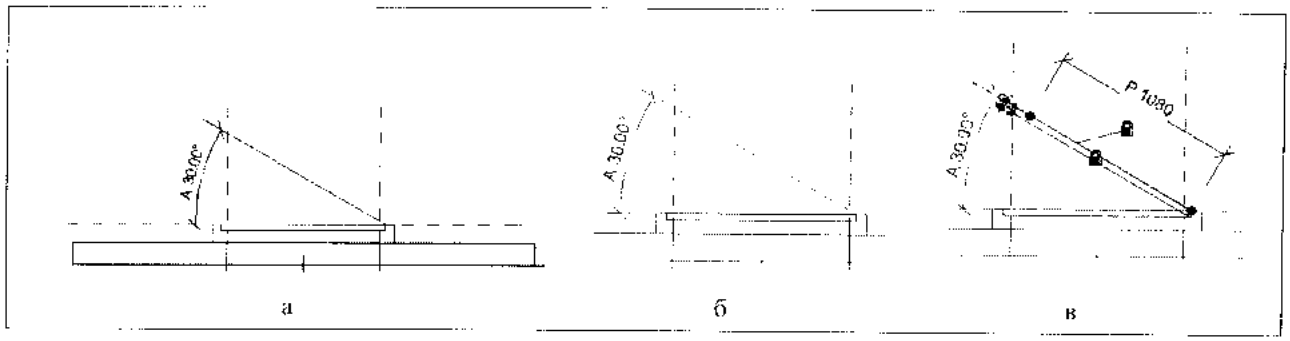

Рис. 17.50. *Создание полотна рамы*
3. На ленте **Detail** в разделе **Dimension** выбрать инструмент **Angular** (Угловой) и создать угловой размер между опорными линиями, построенными в пункте 2 (рис. 17.50,а).
b. На ленте в разделе **Draw** выбрать инструмент **Rectangle** и, введя в строке параметров в поле **Depth** глубину выдавливания около 500, нарисовать прямоугольник рамы, используя точки привязки в переплете окна. Эскиз будет по умолчанию построен в рабочей плоскости *Reference Plane: Center (Left/Right)* (рис. 17.50,б);
e. На ленте **Detail** (Узел) и в разделе **Dimension** (Размер) выбрать инструмент **Aligned** (Параллельный) и нанести на прямоугольник его размеры. Затем к размеру длины добавить метку *P* (рис. 17.50,в);